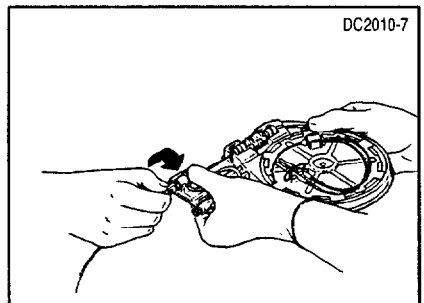

Figur 2. Anslutning av Tuohy-Borst (T-B)-adaptern till kateterns RV-lumenkoppling
3. Koppla loss kateterns RV-koppling från tryckgivaren. Ta bort skyddshatten från Tuohy-Borst (T-B)-adaptern. Anslut T-B-adaptern till RV-lumenkopplingen (Figur 2). **Var noga med att inte skada sondens spets.**